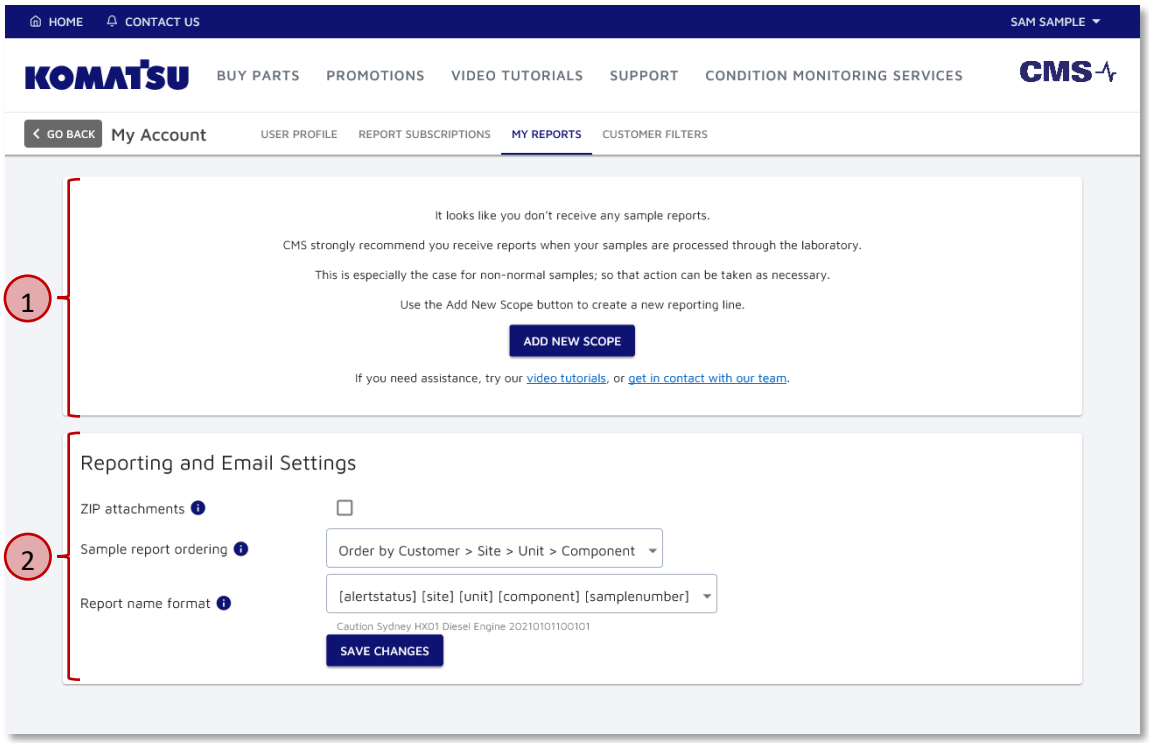

Figure 9.4 My Account – Sample Reports Page
- **Sample Result Communications** (① in Figure 9.4) – Section 9.2.1